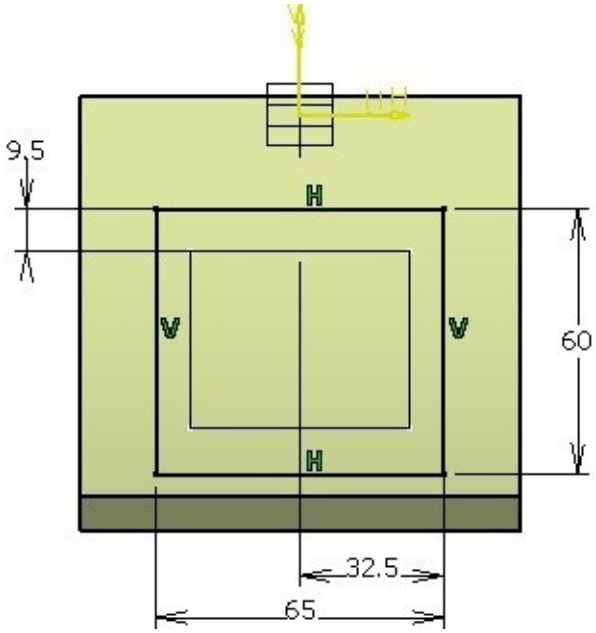

Figure 11-76 *Sketch drawn on the new plane*
11. Draw the sketch, as shown in Figure 11-76, and exit the **Sketcher** workbench.